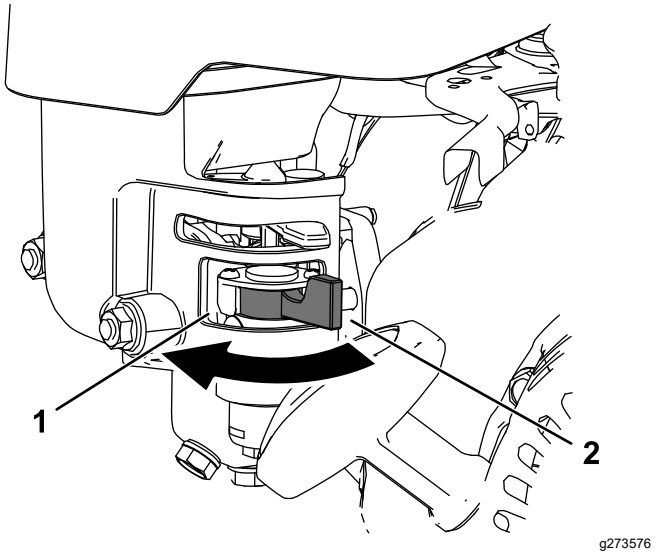

Figur 22
- For å åpne drivstoffventilen vrir du drivstoffavstengingsspaken mot håndtaket på tilbakespolingsstarteren (Figur 22).
- For å lukke drivstoffventilen vrir du drivstoffavstengingsspaken bort fra håndtaket på tilbakespolingsstarteren (Figur 22).